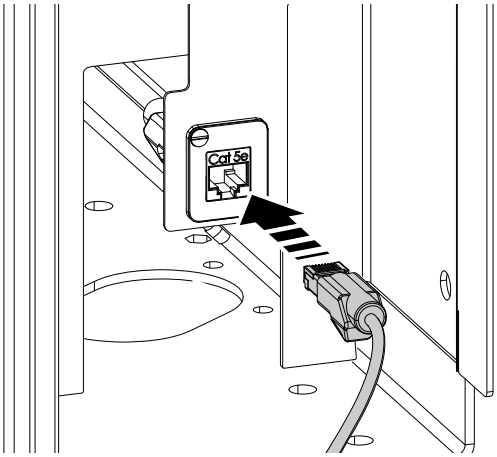

Fig. 1 Ethernet cable into connector
4. Insert the Ethernet cable into the factory-fitted connector, refer to Fig. 1 *Ethernet cable into connector*.